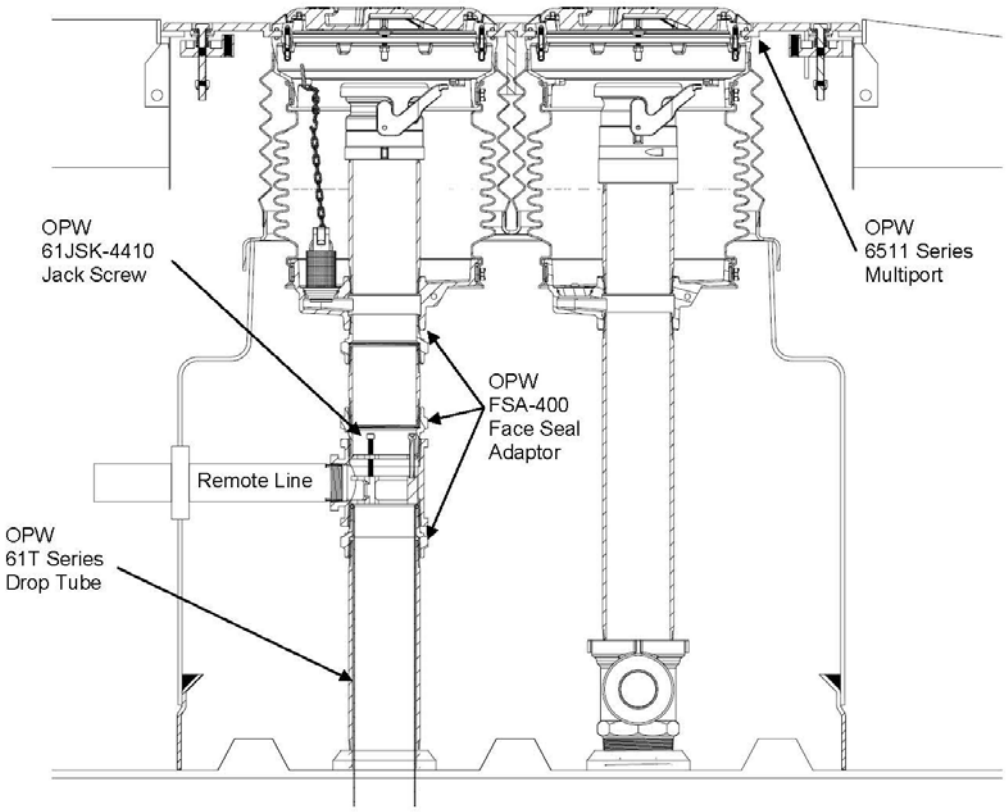

Figure 2G
3. Compliance determination of the P/V valve performance specifications in items 2a and 2b for the FFS PV-Zero P/V vent valve shall be conducted with the valve remaining in its installed position on the vent line(s). The PV-Zero portion of the IOM outlines the equipment needed to test the valve in its installed position.
4. A manifold may be installed on the vent pipes to reduce the number of potential leak sources and P/V valves installed. Vent pipe manifolds shall be constructed of steel pipe or an equivalent material that has been listed for use with gasoline. If a material other than steel is used, the GDF operator shall make available, information demonstrating that the material is compatible for use with gasoline. One example of a typical vent pipe manifold is shown in Figure 2G. This shows only one typical configuration; other manifold configurations may be used. For example, a tee may be located in a different position, or fewer pipes may be connected, or more than one P/V valve may be installed on the manifold.